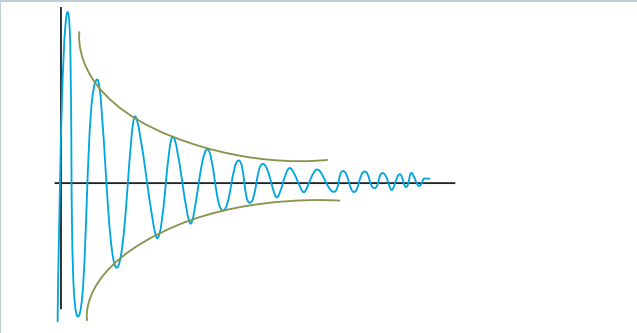

Рис. 2 Диаграмма затухания в газообразных и жидких средах
■ Стандарт МЭК 60068-3-3 указывает ориентировочные значения трех типов для ag согласно уровню магнитуды по шкале Рихтера. Хотя эти данные нужно с осторожностью применять к конструкциям, сооружениям и особенно к оборудованию (см. рис. 2), они дают основу для классификации характеристик материалов: